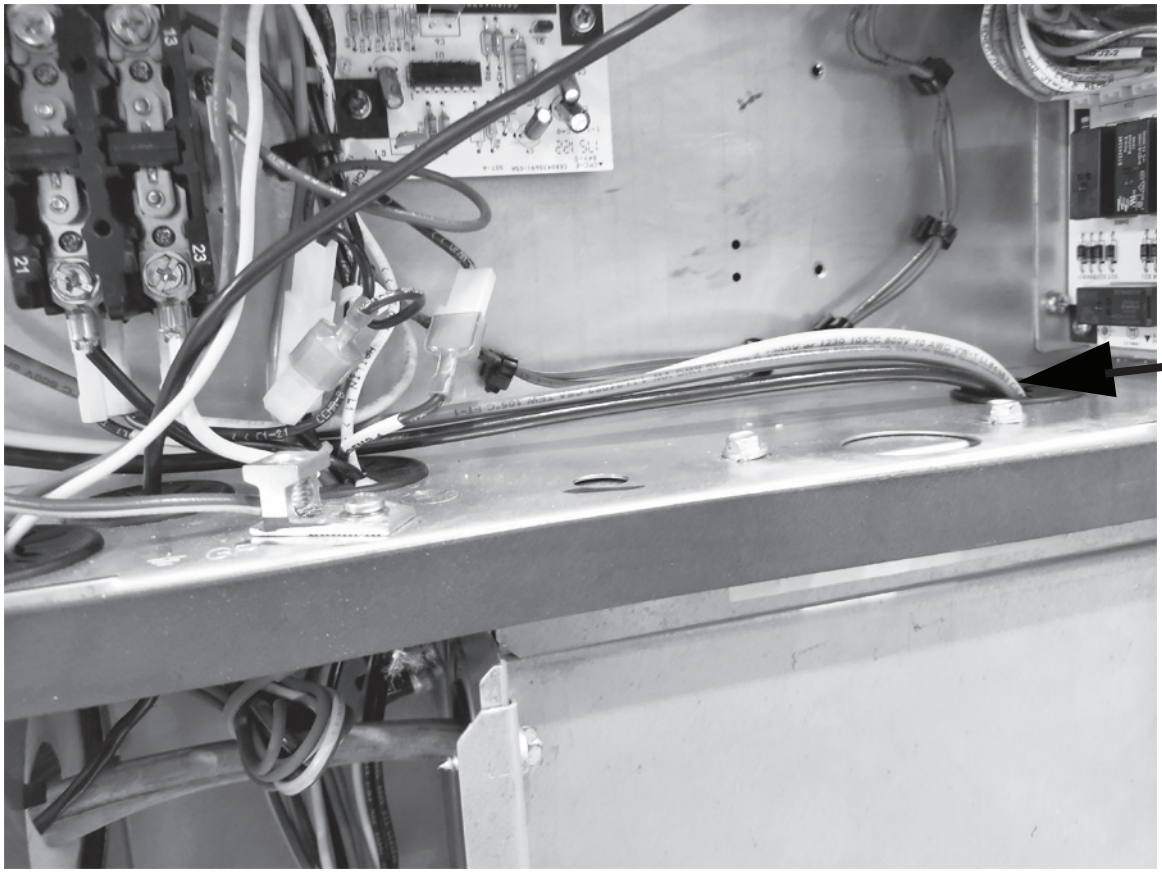

Fig. 18 — Typical Single Point Box Power Wiring
9. Run wire through conduit connecting outside power to the designated terminals at the top of the single point box. Ground appropriately. (See Fig. 18.)